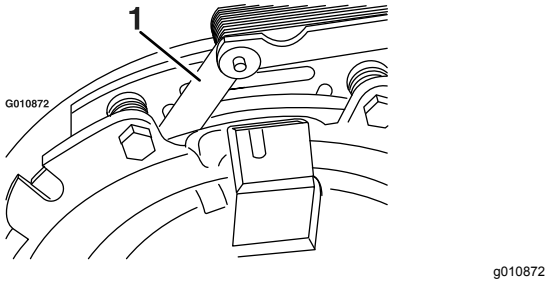
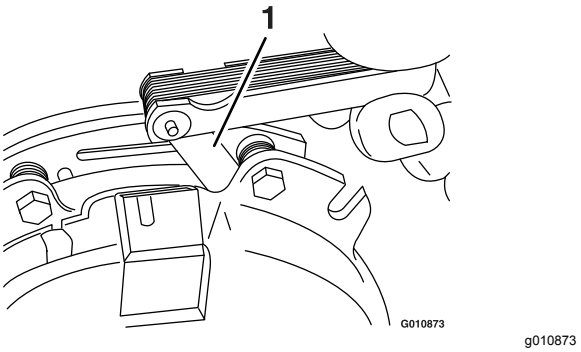

Figur 84
Figur 85
E. Bruk et 0,25 mm tykt følerblad til å bekrefte at det er et mellomrom mellom rotoren og armaturoverflaten på begge sider av bremsestangen, som vist i Figur 84 og Figur 85.